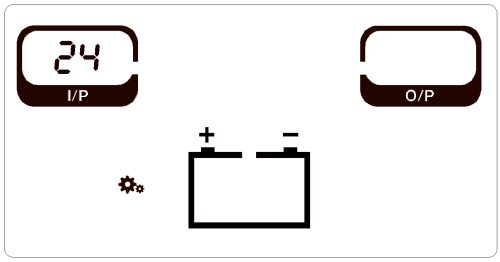

FIGURE 6-1 Menu 234, baud rate page: 24 = 2,400 baud
9. Baud rate: check it reads **24** (2,400 baud, Figure 6-1). If not, press FUNC until 24. Press ON/OFF.